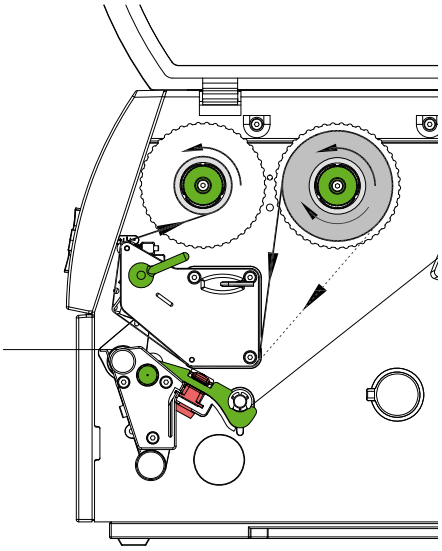

图 12 碳带行进路线
7. 须照图 12 的碳带行进路径安装碳带并穿过打印模块。实线为内碳路径、虚线为外碳路径。